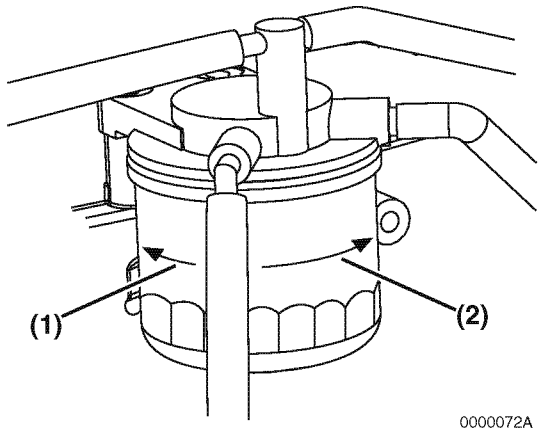

Figure 5-14
3. Remove the fuel filter with a filter wrench, turning it to the left **(Figure 5-14, (1))**. When removing the fuel filter, carefully hold it to prevent the fuel from spilling. Wipe up all spilled fuel.
5. Install the new fuel filter. Turn to the right **(Figure 5-14, (2))** and hand-tighten it only until it comes in contact with the mounting surface. Tighten to 14 - 17 ft·lb (19.6 - 23.5 N·m; 2.0 - 2.4 kgf·m) or one additional turn using the filter wrench.